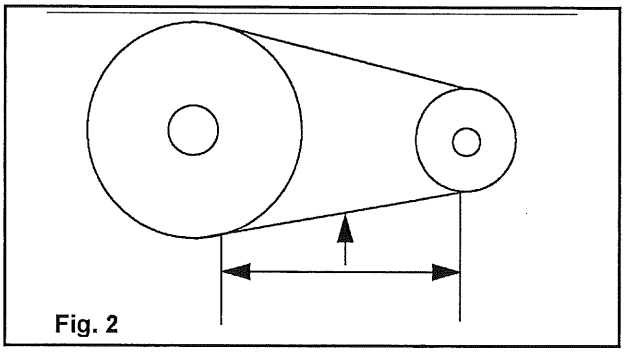
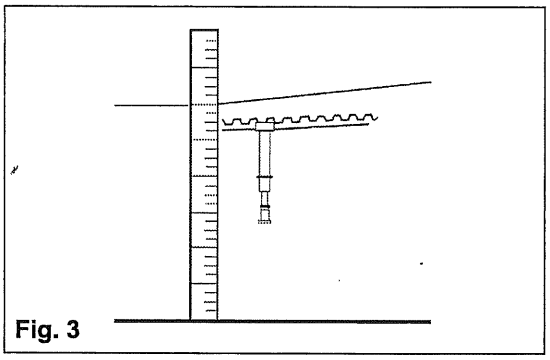

Fig. 2
Fig. 3
8. Place tape measure or ruler next to drive belt at mid-span (Fig. 2) and align a major graduation mark on the ruler with the lower edge of the belt surface. (Fig. 3) Do not move the ruler from this position.